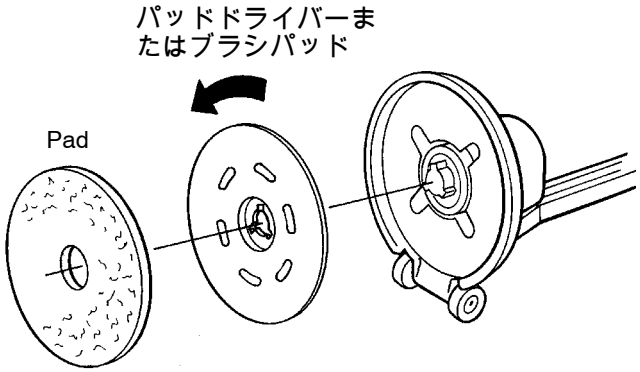

図 1
3. パッドドライバー / ブラシを駆動モーターハブに配置して、反時計回りに回して、かみ合わせます (図1)。